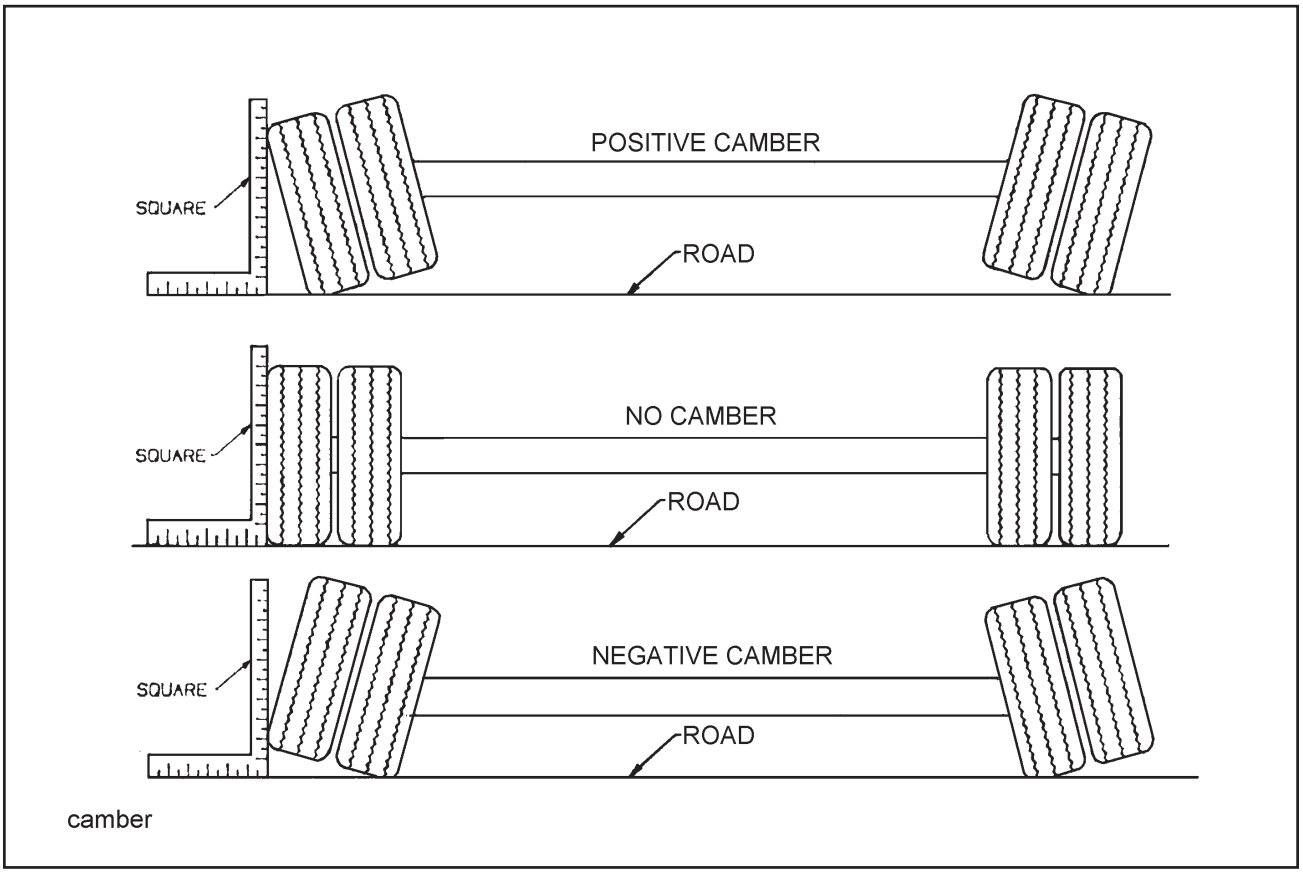

Figure 4-10 Examples of Camber
d. Follow the same procedures as in **Section 4-7.1 b. and c.,** except place the axle gauge above and below the axle. If gauge point gap is found, the axle has positive or negative camber. The trailer axle has no camber from the factory. If it is found to have positive or negative camber, axle replacement is necessary **(See Figure 4-10** for examples of camber).